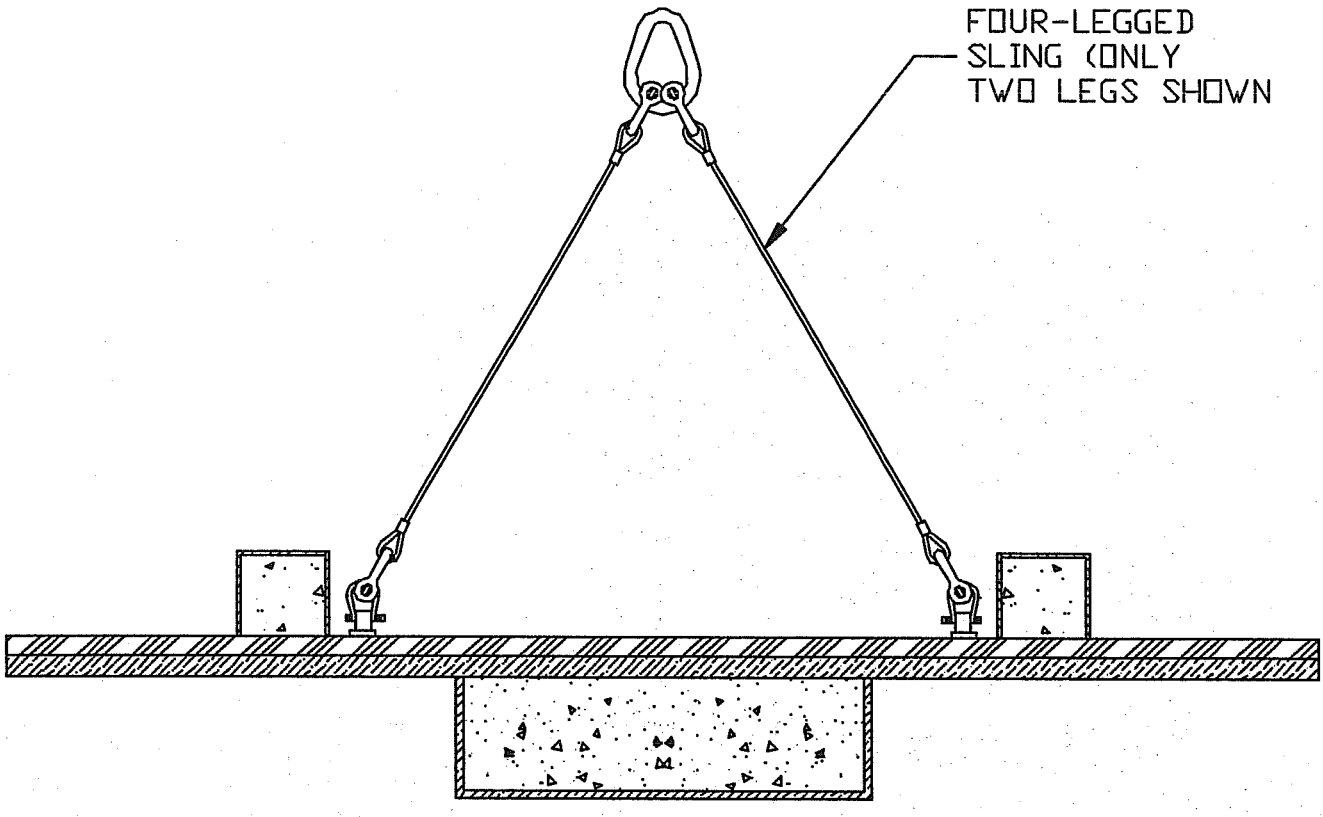

Figure 8.1.27; HI-STORM Lid Rigging
e. Remove the HI-STORM lid lifting hole plugs and install the lid lifting sling. See Figure 8.1.27.
g. Remove the HI-STORM lid. See Figure 8.1.27.